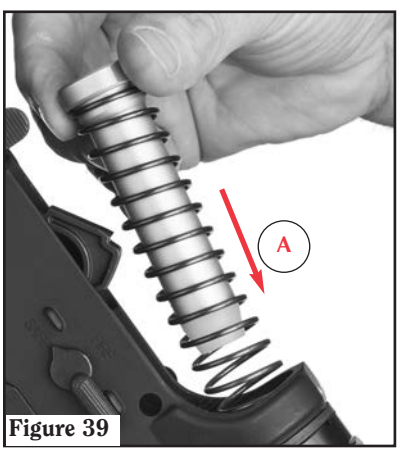

Figure 39
a. Insert the spring into the buffer tube (see Figure 39).